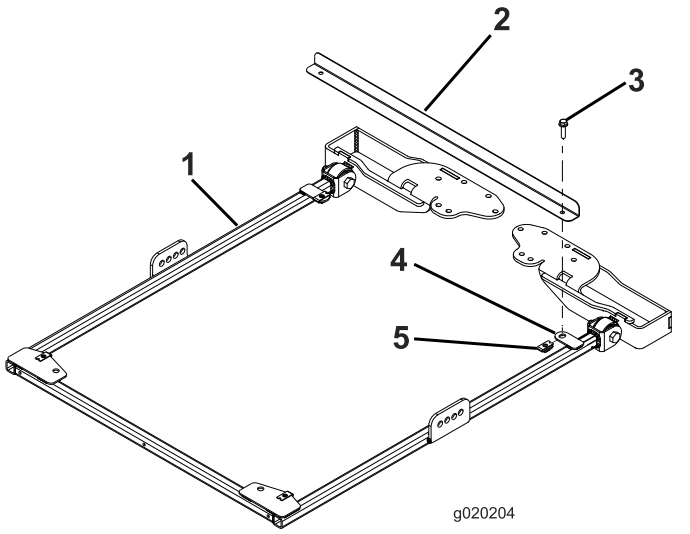

Figura 34
1. Para alinhar corretamente a estrutura, a barra de alinhamento da estrutura tem de estar instalada nas patilhas de montagem na traseira da estrutura de toldo com dois parafusos de cabeça flangeada (5/16 pol. x 1¼ pol.) como se mostra na Figura 34.